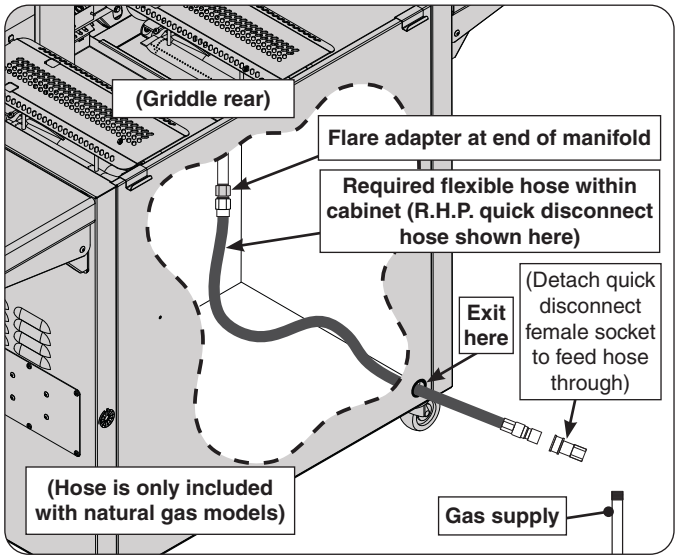

Fig. 17-1 Flexible hose assembly detail
2. **Household propane only:** A regulator hose assembly designed for L.P. cylinders comes pre-installed to the unit valve manifold. First remove this assembly from the flare adapter (at end of manifold), and then install a quick disconnect hose or similar (purchased separately) to the adapter. (An R.H.P. quick disconnect hose is recommended - see third bullet above.) Use a pipe joint compound resistant to all gasses on all NPT pipe fittings **except flare fittings**. Reference Fig. 17-1. Then proceed to step 3.
3. Route the quick disconnect hose (or similar) out of the hole in the rear bottom right of the cabinet, and to the gas supply (see Fig. 17-1).